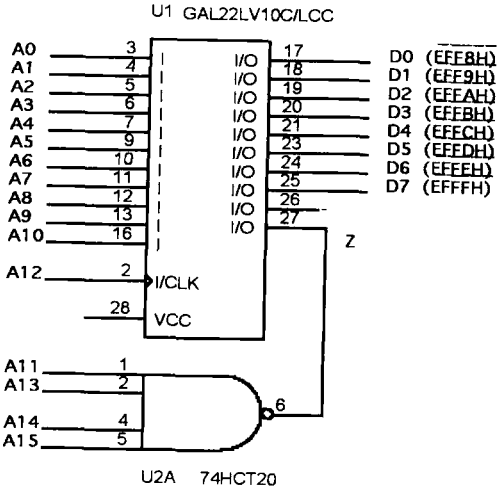

图 11-12 译码 16 位 I/O 端口 EFF8H～EFFFH 的 PLD
PC 机系统向来用 16 位 I/O 地址,而在嵌入式系统中相对很少见 16 位端口地址。译码 16 位 I/O 地址与译码 8 位 I/O 地址的主要区别在于另外 8 个地址线(A_{15}~ A_8)必须被译码。图 11-12 给出了一个电路,它包含一个 PLD 和一个用于译码 I/O 端口 EFF8H ~ EFFFH 的 4 输入与非门。
-- 图 11-12 中译码器的 VHDL 代码描述